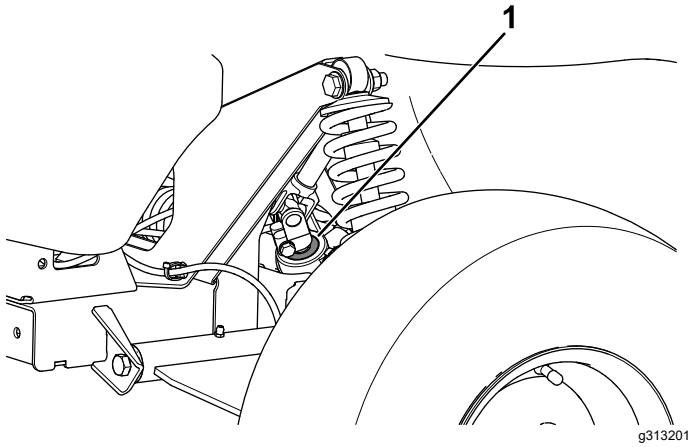

**Figur 57**
***Viktigt:*** **Kontrollera att drevets axeltätning fungerar säkert och är i gott skick (Figur 57).**